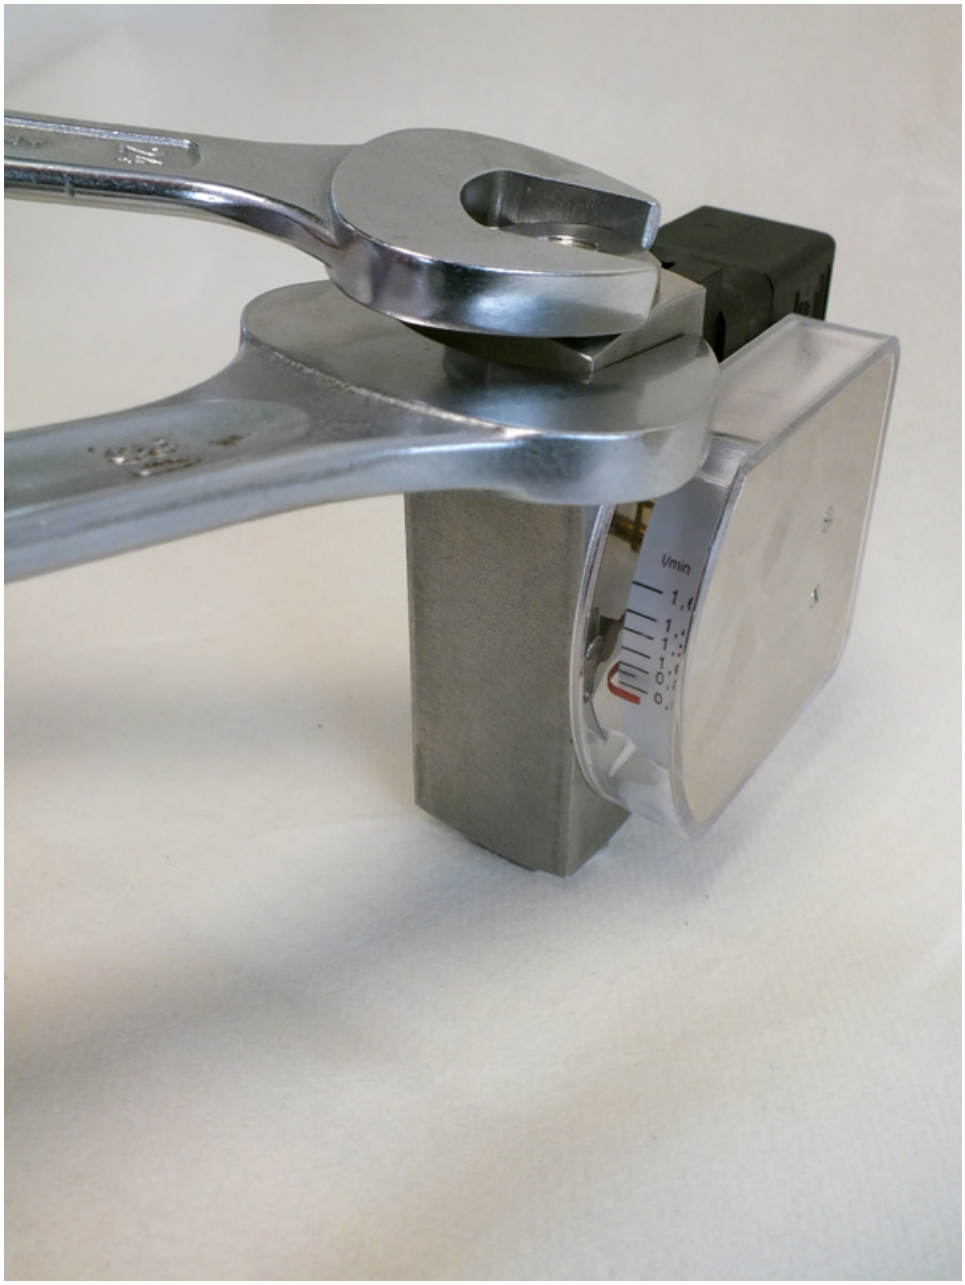

Fig. 60: Tighten process connection (outlet)
11. Using a proper sized fixed spanner, tighten the process connection (outlet). Hold the device body in place using a suitable fixed spanner (*Fig. 60*), and observe the proper torque (➡ *Chapter 11.1 "Tightening torque" on page 93*).